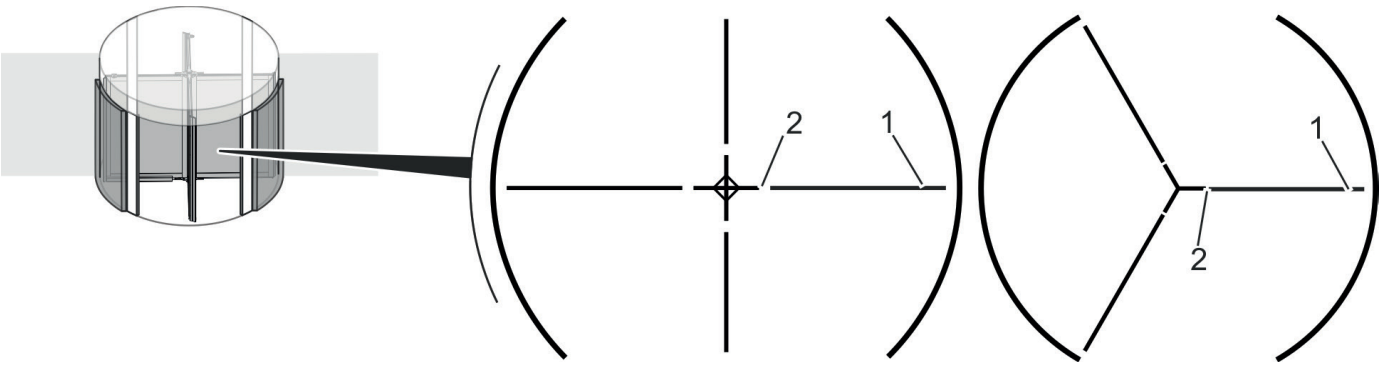

Abb. 13 Remettre le vantail en position de base (4 et 3 vantaux)
3. Bloquer le vantail rabattable (Abb. 13/2), puis tourner en sens inverse le bouton au niveau de la butée supérieure et inférieure (Abb. 13/1).
» Les vantaux se retrouvent en position de base (Abb. 13).